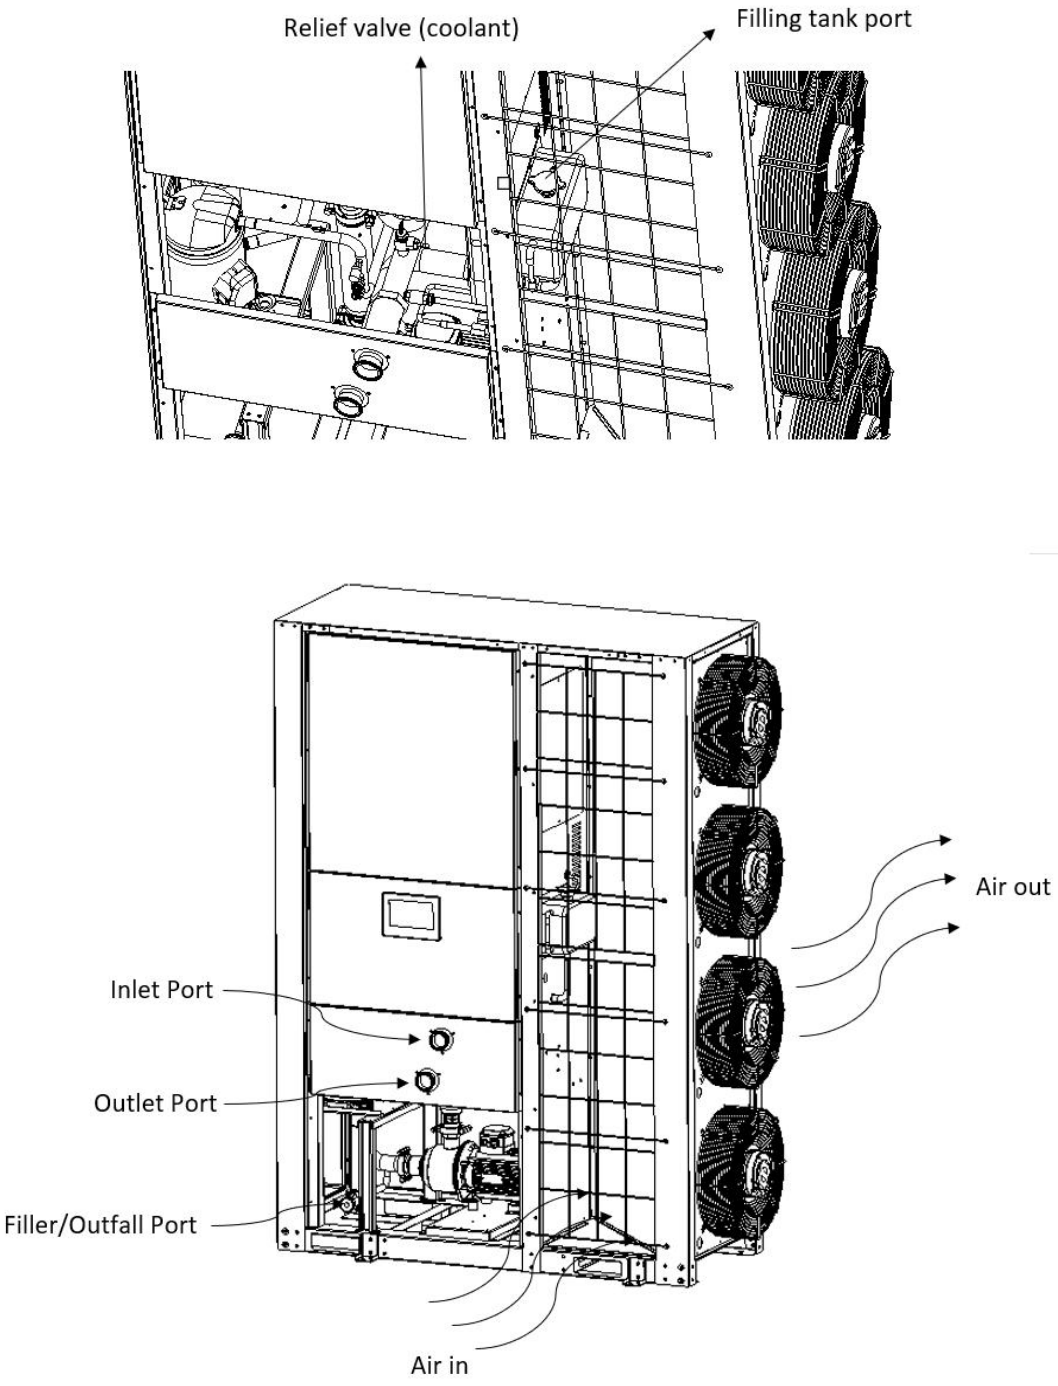

Figure 2.2 Schematic diagram of inlet Port/outlet Port, Filler/outfall Port and air duct flow path of chiller
2) The chiller shall be installed on the ground. To ensure the normal operation of the chiller, no objects shall be placed at the external circulation air inlet of the chiller to block the airflow. The water inlet/outlet, make-up/drainage outlet and air duct flow path of the chiller are shown in Figure 2.2.